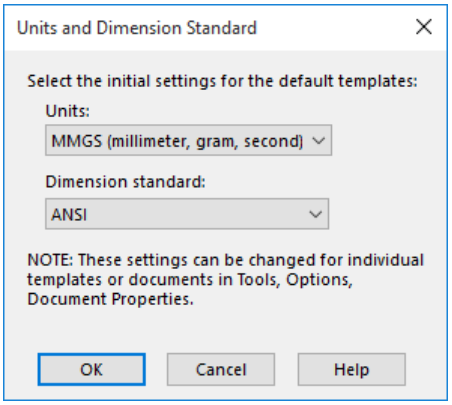

Figure 1-4 *The **Units and Dimension Standard** dialog box*
*If you are starting SOLIDWORKS 2025 for the first time, then on invoking the **New SOLIDWORKS Document** dialog box or the **Welcome - SOLIDWORKS** dialog box, the **Units and Dimension Standard** dialog box will be displayed, as shown in Figure 1-4. Using this dialog box, you can specify the default units and dimension standards for SOLIDWORKS. In this book, the unit system used is MMGS (millimeter, gram, second) and the dimension standard used is ISO.*